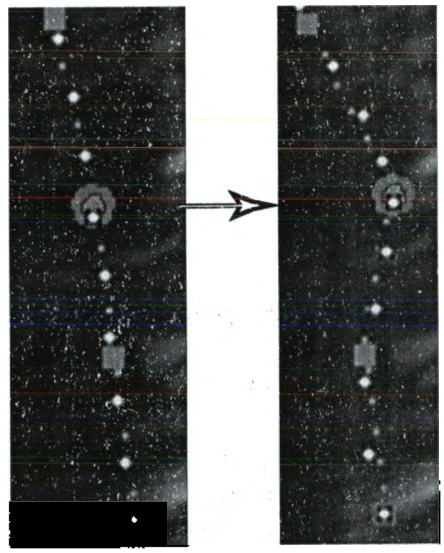

Рис. 8-11. Выбранная точка фиксации на внутренней трассировке границы
2. При необходимости установите курсор трекбола над трассировкой границы, выберите точку фиксации (красный кружок), нажмите "SET" (Установить) и измените трассировку, перетащив точку фиксации в новое положение (Рис. 8-11 *на стр. 8-34*). Форма трассировки границы обновится в соответствии с внесенными изменениями.